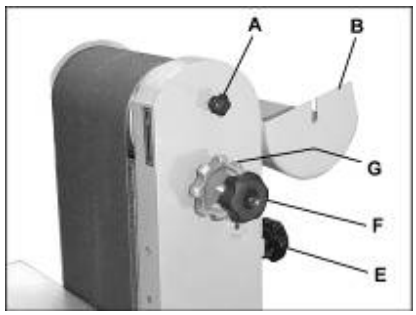

Fig 14
Débloquer la manette de serrage (A, fig 14) et ouvrir le capot du rouleau (B).
Relâcher la tension de la bande au moyen de la manette de serrage (E, fig 14).
Desserrer le blocage du circuit de la bande (G, Fig 14).
Corriger le circuit de la bande avec la vis de micro-réglage (F, Fig 14).